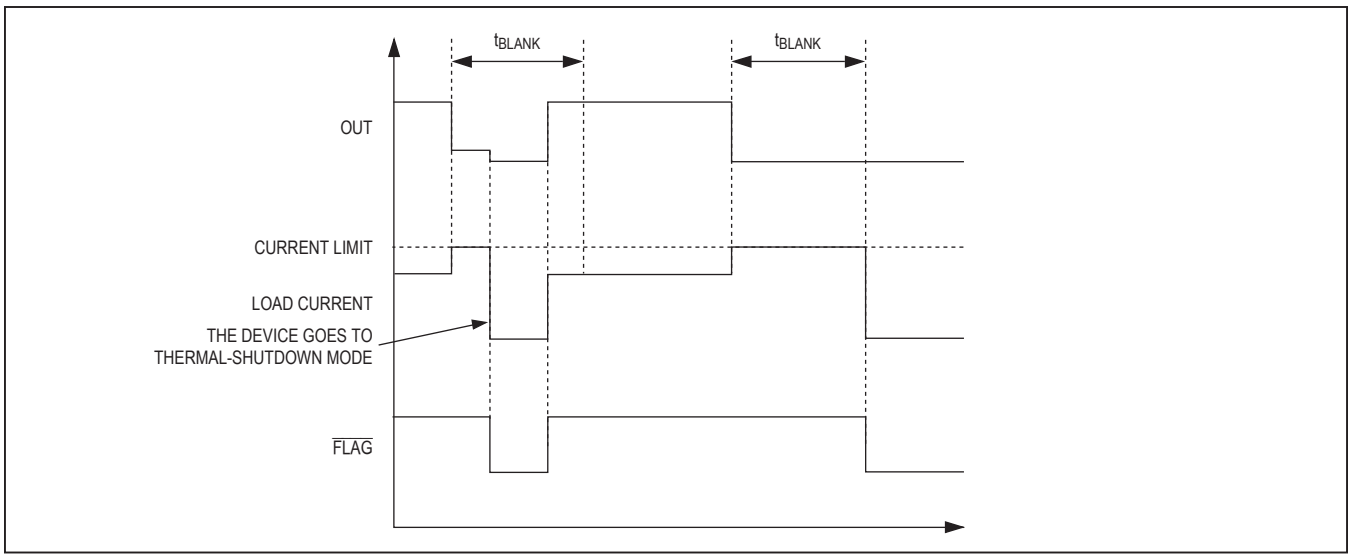

Figure 3. Latchoff Fault Diagram
When the forward current reaches the current-limit threshold, the t_{BLANK} timer begins counting (Figure 3). $\overline{FLAG}$ asserts if an overcurrent-limit condition is present for greater than t_{BLANK} time. The timer resets if the overcurrent condition disappears before t_{BLANK} has elapsed. The switch turns off if the overcurrent condition continues beyond the blanking time. Reset the switch by either toggling the control logic (ON) or cycling the input voltage. If the thermal power rating of the package is exceeded during t_{BLANK}, the MAX4995B goes into thermal shutdown.